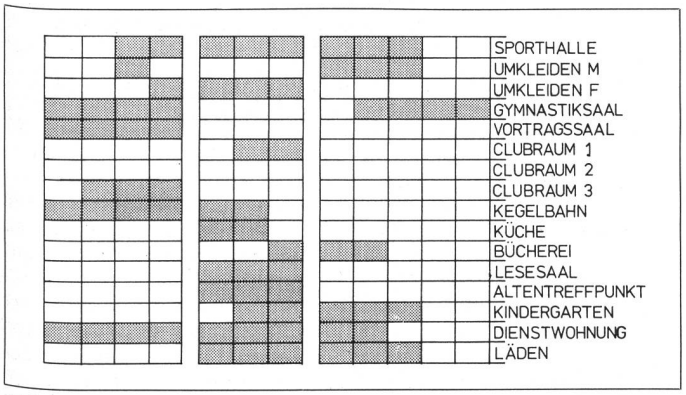

Abb. 2. Belegzeiten der Räume eines Gemeindezentrums.
a) Belegzeiten eines Gemeindehauses *(Abb. 2)*